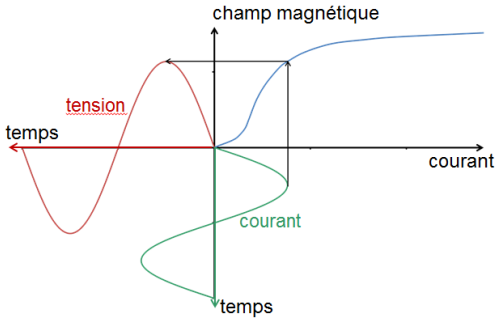

Figure 8 : relation entre la variation du courant et la tension créée dans l'enroulement secondaire
- S'il s'agit d'un courant alternatif, le champ magnétique créé varie continuellement et cette variation du champ magnétique induit une tension dans l’enroulement secondaire, qui alimente le circuit de déconnexion (Figure 8).
Lorsqu'un courant continu est ajouté au courant alternatif dans le circuit primaire, la courbe verte se déplace vers la droite (Figure 8). Comme la relation entre le courant et le champ magnétique n'est pas linéaire, mais que la courbe s'aplanit à mesure que le courant devient plus important, une même variation du courant produit une plus faible variation du champ magnétique, de sorte que la tension induite dans l'enroulement secondaire est plus faible. On dit que le noyau magnétique est saturé.